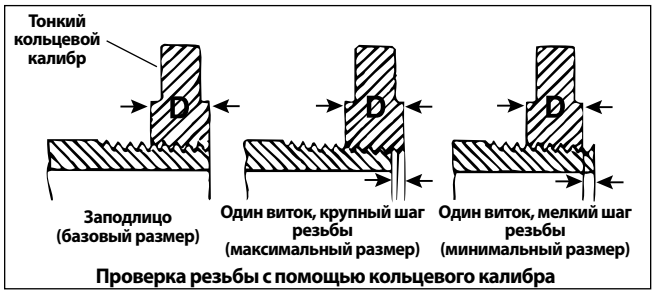

Рис. 16 – Проверка размера резьбы
3. Проверьте размер резьбы. Предпочтительным методом проверки размера резьбы является использование кольцевого калибра. Имеются различные типы кольцевых калибров, и их использование может отличаться от показанного на *рис. 16*.